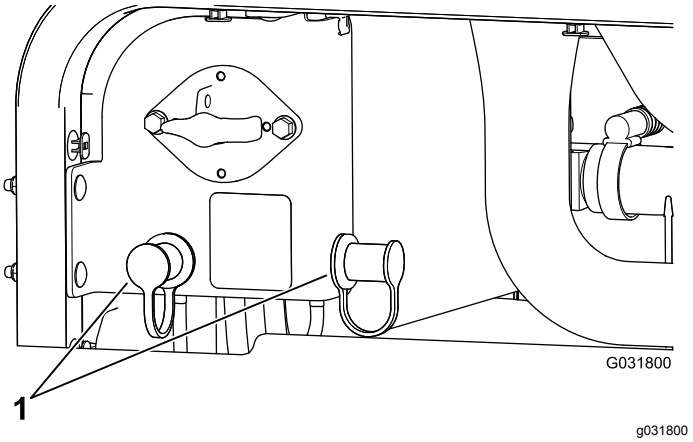

Figuur 114
3. Haal de kappen van de startpolen van de accu (Figuur 114).